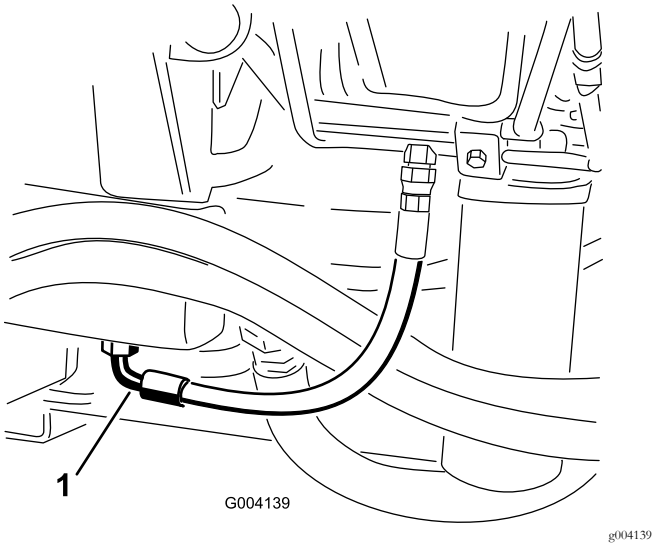

**Figura 58**
2. Collocate una bacinella di grandi dimensioni sotto il raccordo previsto sulla base del serbatoio del fluido idraulico (Figura 58).